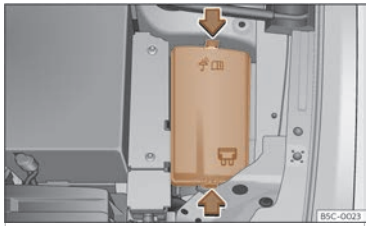

Fig. 233 In the engine compartment: lid of the fuse box.
- Press the locking tabs to unlock the fuse box cover ››› Fig. 233.